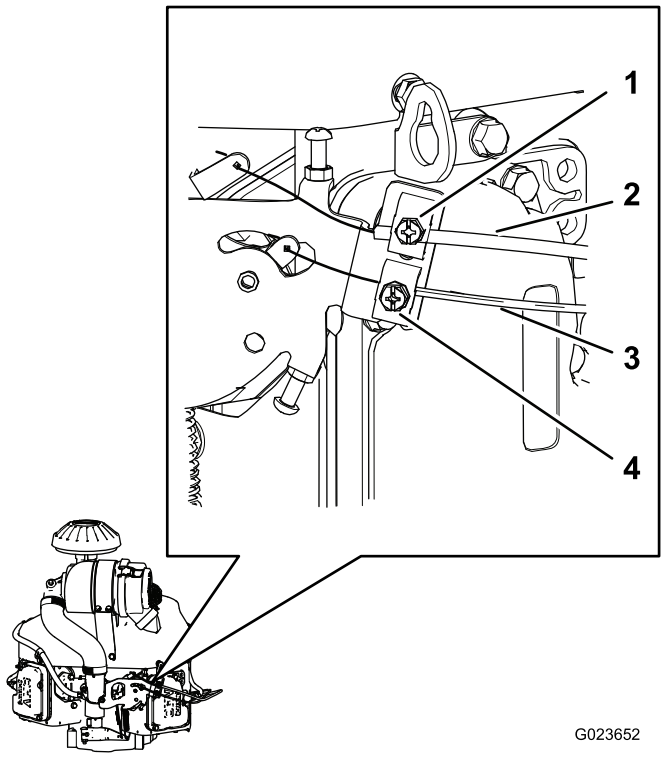

**Figuur 64**
2. Draai de kabelklemschroef los waarmee de behuizing van de gaskabel is bevestigd aan de motor (Figuur 64).
4. Trek de kabelbehuizing van de gaskabel naar boven (Figuur 64) tot er bijna geen speling meer zit op de gaskabel, en zet de kabelklemschroef vast.
2. Draai de kabelklemschroef los waarmee de behuizing van de chokekabel is bevestigd aan de motor (Figuur 64).
5. Trek de kabelbehuizing van de chokekabel naar boven (Figuur 64) tot er bijna geen speling meer zit op de chokekabel, en zet de kabelklemschroef vast.